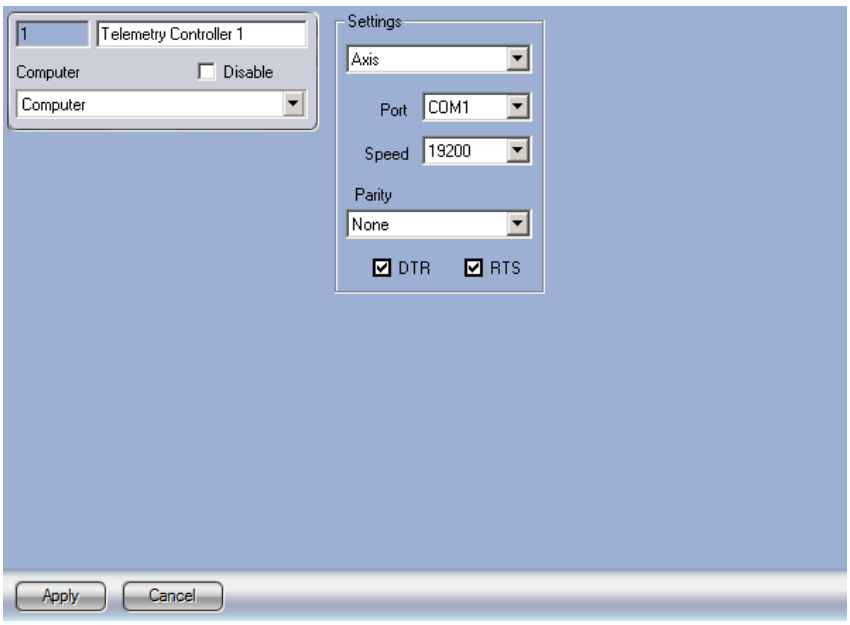

Figure 3.4—8 Configuring the Telemetry Controller object for Axis T8310 operation
2. Configure the **Telemetry controller** object as follows (Figure 3.4—7):